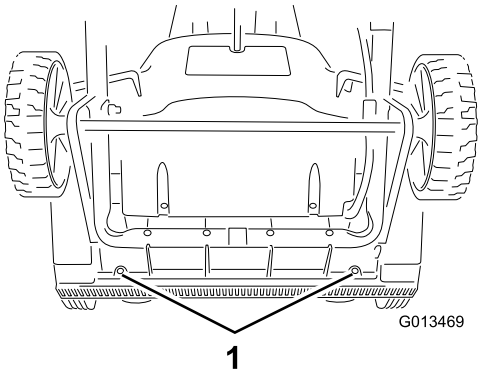

**Figure 14**
1. Remove the screw from each side plate that holds the scraper (Figure 13) and 2 screws from under the machine (Figure 14) that secure the scraper to the machine.